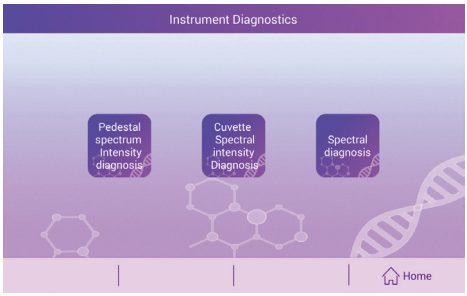

FIG.32
Enter the main interface of the instrument, click the "Instrument Diagnosis" button at the bottom right corner to enter the instrument diagnosis interface, as shown in FIG.32.
(1) Click "Cuvette Spectral Intensity Diagnosis" on the interface of "Instrument Diagnosis" to enter the interface of "Cuvette Spectral Intensity Diagnosis", as shown in FIG.32.
(2) The cuvette test tank is not filled with reagent and the "Test" button is clicked on the screen.
(3) After the test is completed, the spectrum in the upper right corner of the screen: UV, offset, visible are green "√", then the base spectrum intensity is normal; if there is a red "X" appears, please contact our company after-sales for solving the problem.